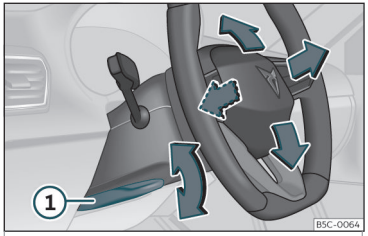

Fig. 4 Leva nella parte inferiore del lato sinistro del piantone dello sterzo.
• Tirare la leva››› **fig. 4** ① verso il basso, muovere il volante verso la posizione desiderata e risollevare la leva fino al punto di chiusura.
• Dopo aver regolato il piantone dello sterzo, spingere fermamente la leva››› fig. 4 ① verso l'alto affinché il volante non cambi posizione accidentalmente durante la marcia.